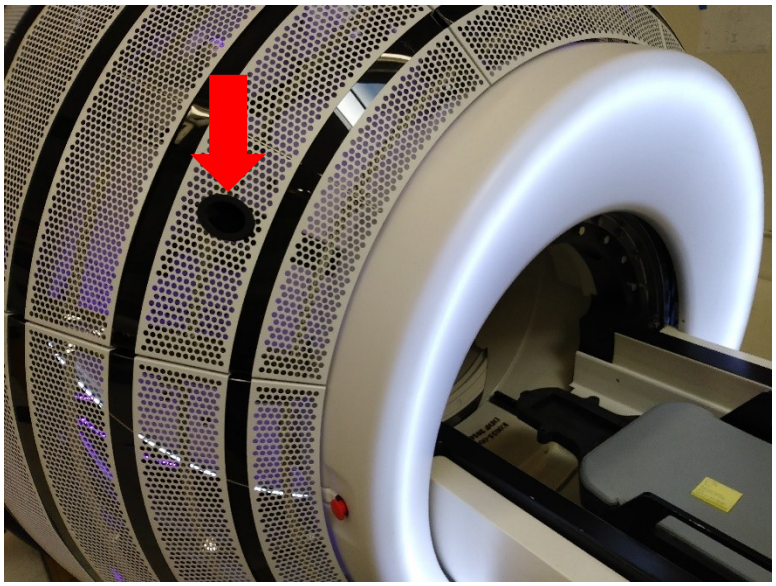

Figure 3-18 Port de localisation pour le passage des câbles dans le système Zap-X.
7. Faites passer en prenant des précautions la chambre ionique dans la machine à travers le trou d'accès au câble près de la porte, en veillant à fournir suffisamment de câble pour garantir un fonctionnement correct (voir Figure 3-18).
5. Faites passer soigneusement les câbles nécessaires dans les ports appropriés du système (voir Figure 3-18).